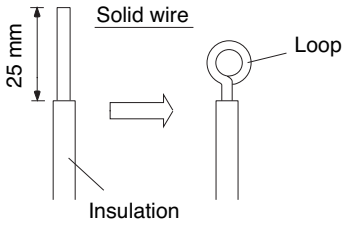

Fig. 27
(1) Cut the wire end with a cutting pliers, then strip the insulation to expose the solid wire about 25 mm. (Fig. 27)
(2) Using a screwdriver, remove the terminal screw(s) on the terminal plate.
(3) Using the pliers, bend the solid wire to form a loop suitable for the terminal screw.
(4) Shape the loop wire properly, place it on the terminal plate and fix it securely with the removed terminal screw using a screwdriver.